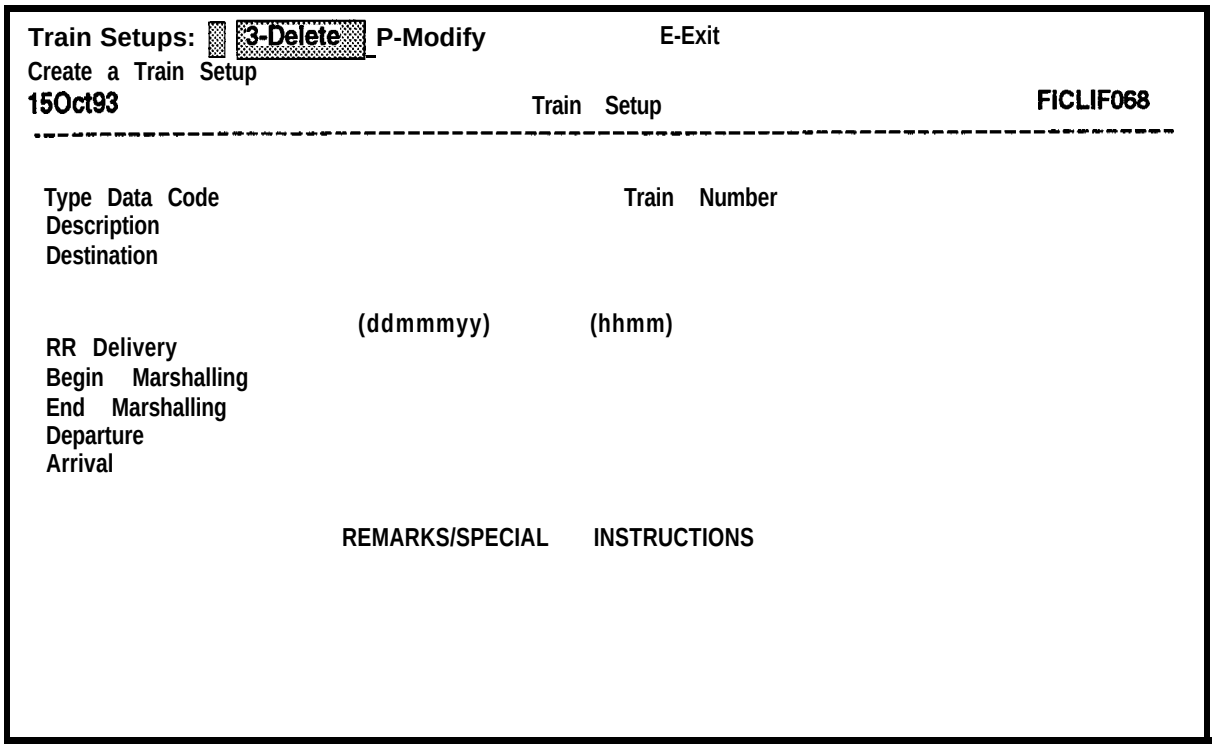

Figure 8-14. Train Setups Screen
b. At the Train/Rail Car Processing menu, select **Train Setups.** You will see the Train Setups screen, as shown in Figure 8-14.